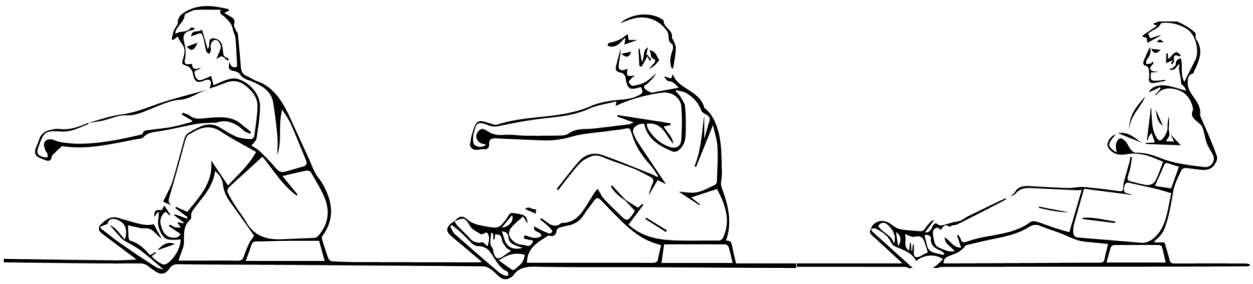

Fig. 1 Fig. 2 Fig. 3
2. Take the start position, leaning forward with your arms straight and knees bent (Fig 1).